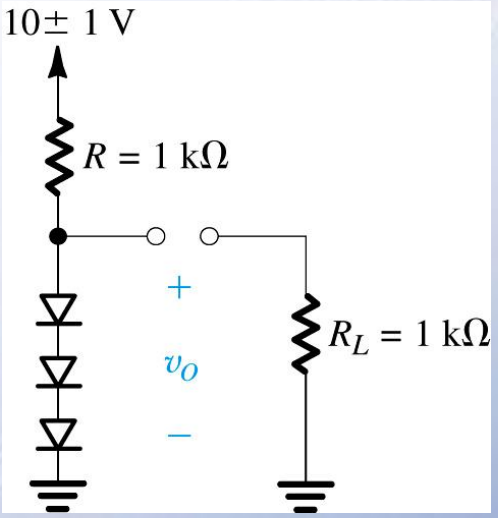

Figure 4.15: Circuit for Example 4.6.
- Consider circuit shown in Figure 4.15. A string of three diodes is used to provide a constant voltage of 2.1*V*.